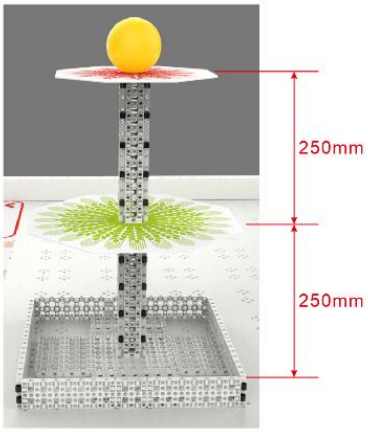

图 4 种植塔区及种植塔高度示意图
1.种植塔区：每个基础场地中央有种植塔，分底（正方形，边长约 370mm，四周有一圈高约 50mm 的围栏）、中（正八边形，直径≤360mm，绿色稻穗纹）、顶（正八边形，直径≤260mm，红色麦芒纹）三层，中层离地 250mm±5，顶层离地 500mm±5，顶层放置“五谷宝珠”（黄色球体，直径约 90mm，EVA 塑料泡沫材质），如图 4 所示。